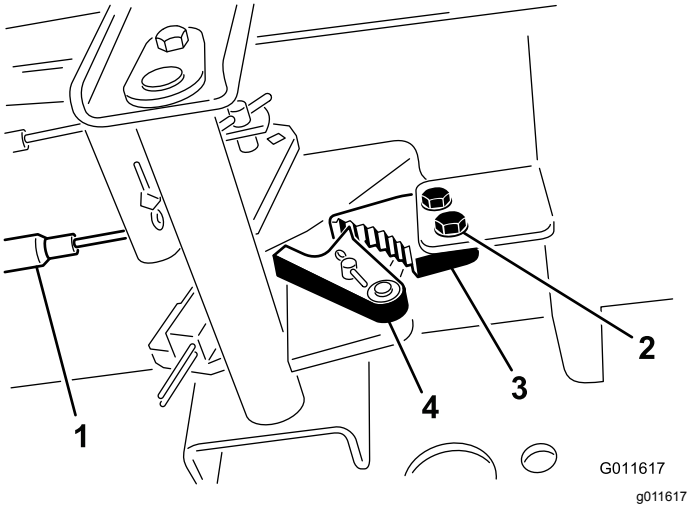

Figura 86
1. Solte os 2 parafusos que prendem a lingueta do travão de estacionamento à estrutura (Figura 86).
2. Carregue no pedal do travão para a frente até o detentor do estacionamento engatar completamente na lingueta do travão (Figura 86).